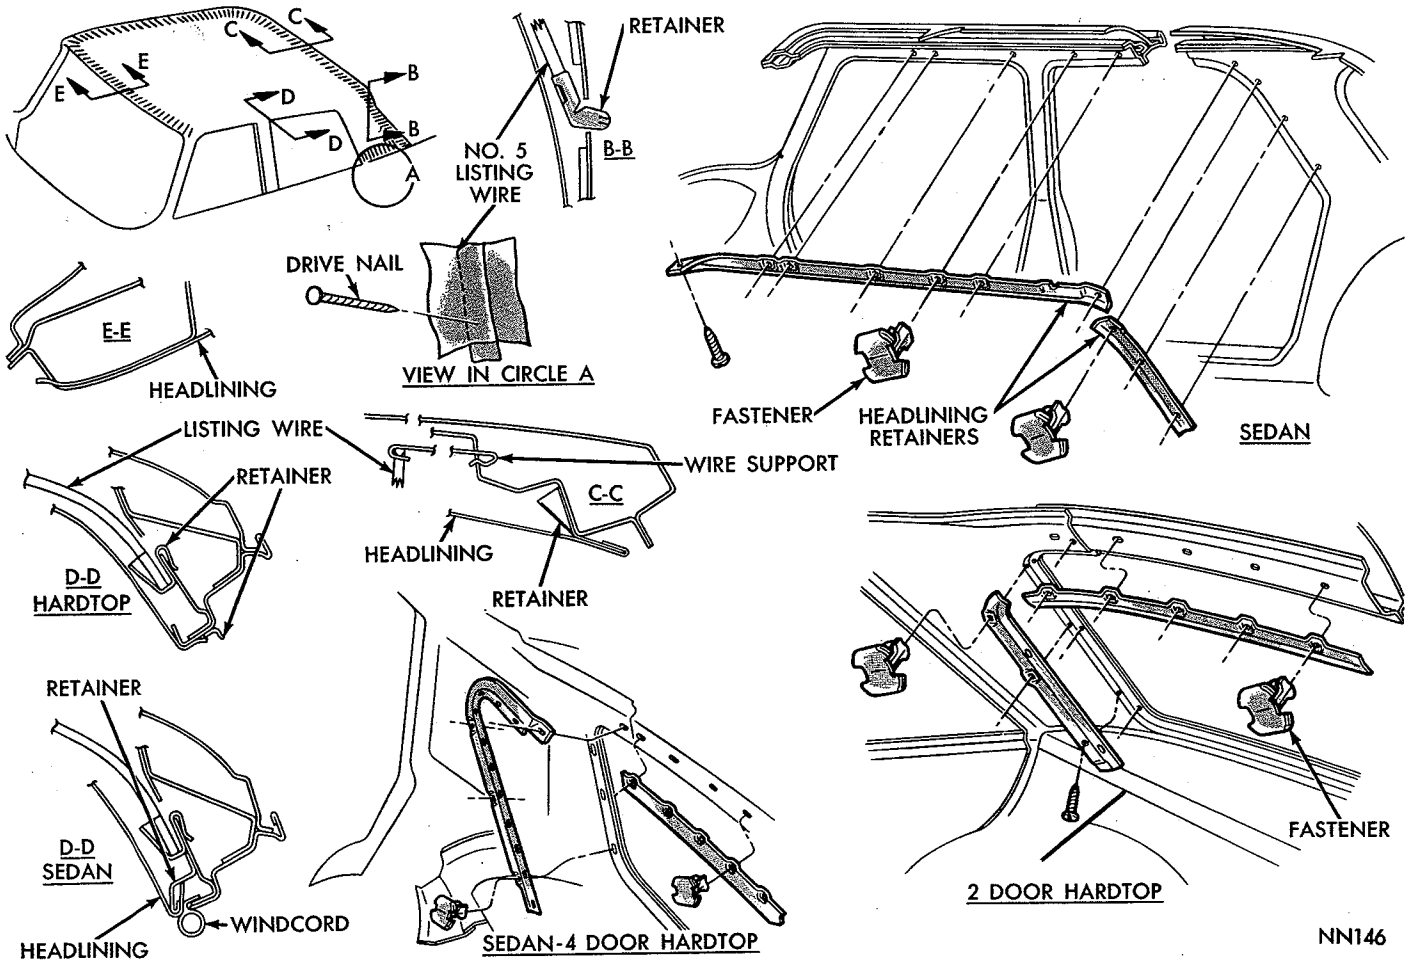

***Fig. 10—Side Rail Retainers (Fury)***
(4) Using a dull bladed putty knife, disengage fabric from side rail retainer (Figs. 10, 11, 12 and 13) by gently forcing material up and off of retainers and while maintaining pressure on fabric, pull down and out. Work only small areas at a time.
(5) Remove headlining at the windshield header.
(6) Remove listing wires from side rail retainers and support wire from rear listing wire (Figs. 10 and 14).
(7) Remove all foreign material and cement from windshield header area and rear window opening areas.